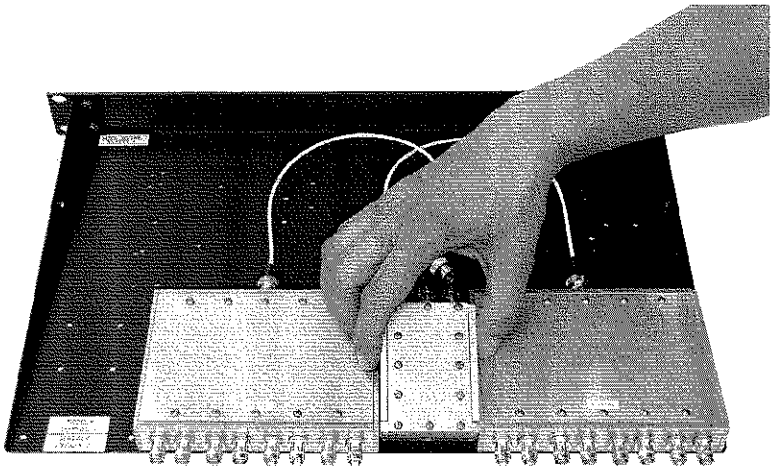

Figure 18: Placing the 2-way divider.
1) Place the supplied 2-way divider on the deck in between the existing 8-way dividers with the BNC connectors facing inwards towards the deck (see **Figure 18**).